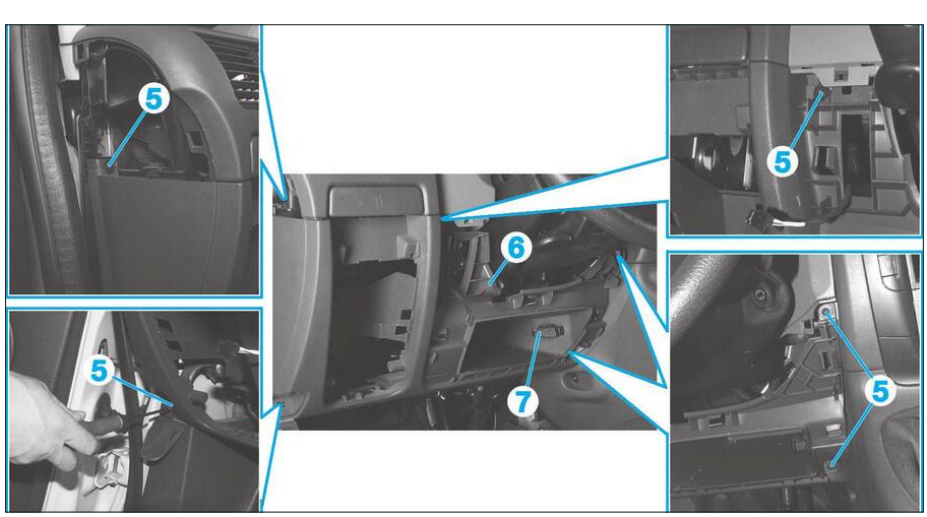
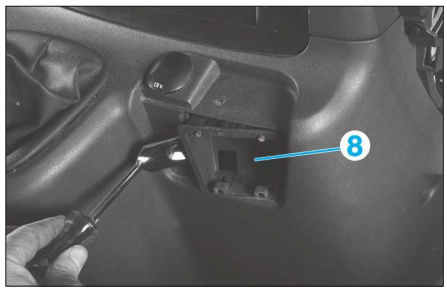

**Fig. 11**
**Fig. 12**
• Déposer les cinq vis (5) à l'aide d'un Torx de 20 **(Fig.11)**.
• Extraire le cache inférieur gauche (6) tout en dégrafant la prise diagnostic (7).
• Déposer le cendrier de son emplacement puis dégrafer son support (8) **(Fig.12)**.